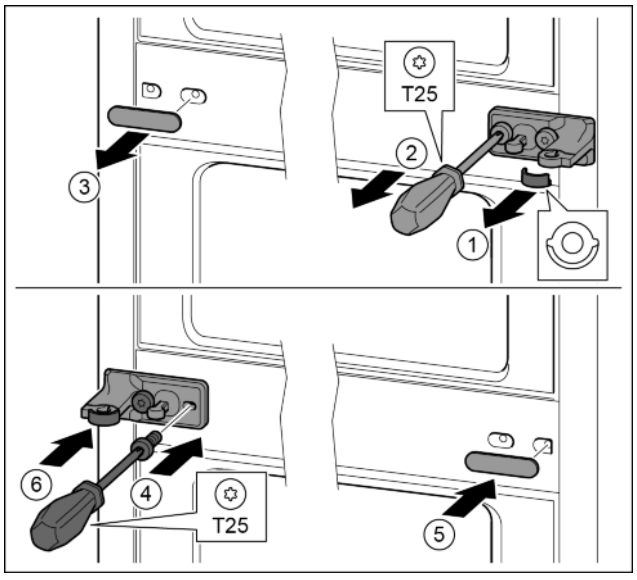

Fig. 28
▶ Stáhněte podložku. *Fig. 28 (1)*
▶ Šroubovákem T25 vyšroubujte šrouby. *Fig. 28 (2)*
▶ Opatrně stáhněte kryt. *Fig. 28 (3)*
- ▶ Stojan ložiska s fólií otočený o 180° pevně přišroubujte na druhé straně. *Fig. 28 (4)*
- ▶ Kryt otočený o 180° připevněte na druhé straně. *Fig. 28 (5)*
- ▶ Zepředu nasuňte podložku. *Fig. 28 (6)*